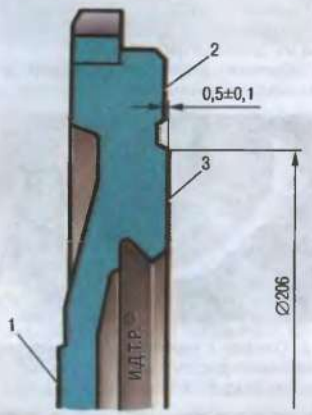

Рис. 2.5. Маховик: 1 – поверхность крепления к фланцу коленчатого вала; 2 – поверхность крепления сцепления; 3 – опорная поверхность ведомого диска сцепления
7. Поверхности маховика, сопрягаемые с коленчатым валом и ведомым диском сцепления, должны быть без царапин, задиров и совершенно плоскими. Если на рабочей поверхности 3 (рис. 2.5) маховика под ведомый диск сцепления есть царапины, проточите эту поверхность, снимая слой металла толщиной не более 1 мм. Затем проточите поверхность 2, выдержав размер (0,5±0,1) мм и обеспечивая параллельность поверхностей 2 и 3 относительно поверхности 1. Допуск непараллельности составляет 0,1 мм. После проточки установите маховик на оправку, центрируя его по посадочному отверстию с упором на поверхность 1, проверьте биение плоскостей 3 и 2. В крайних точках индикатор не должен показывать биений, превышающих 0,1 мм.